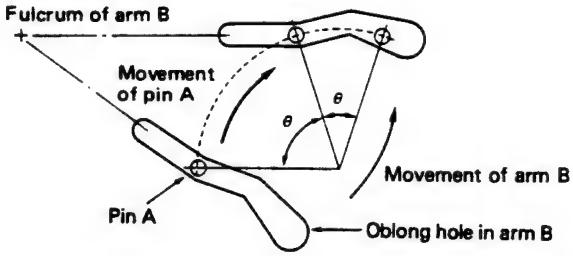

Fig. 12
4. The oblong hole of arm "B" is as shown in Fig. 12. The cassette tape draw-in process will be complete when the pin "A" degree of rotation is θ. Arm "B" will not move while the degree of rotation is θ'.